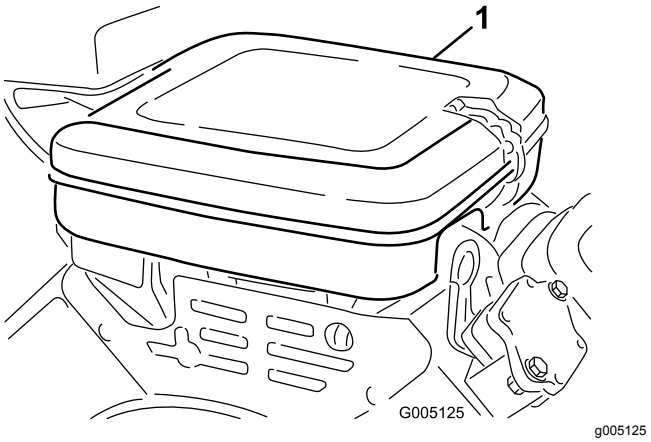

Figuur 44
1. Maak de sluitklemmen los en verwijder het luchtfilterdeksel (Figuur 44). Reinig het deksel grondig.